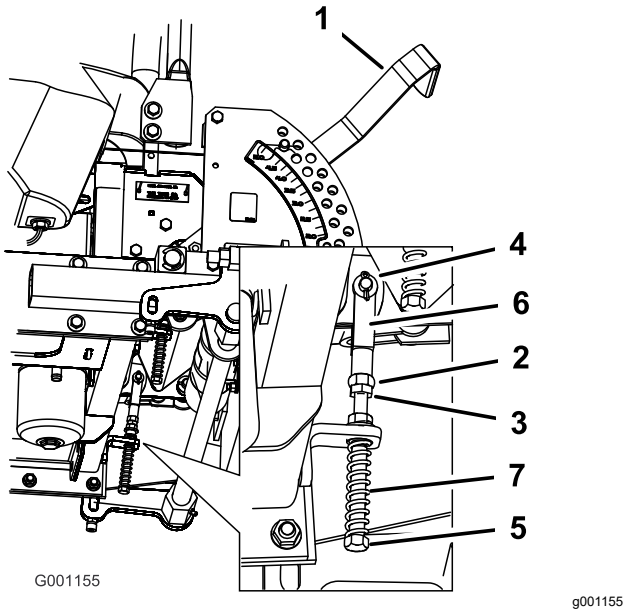

Figur 96
8. Lossa muttern och kontramuttern mot oket om justering krävs (Figur 96).
tills rörelsereglagespaken är centrerad i det NEUTRALA LÅSLÄGET (Figur 96).
10. Dra åt muttern och kontramuttern (Figur 96).